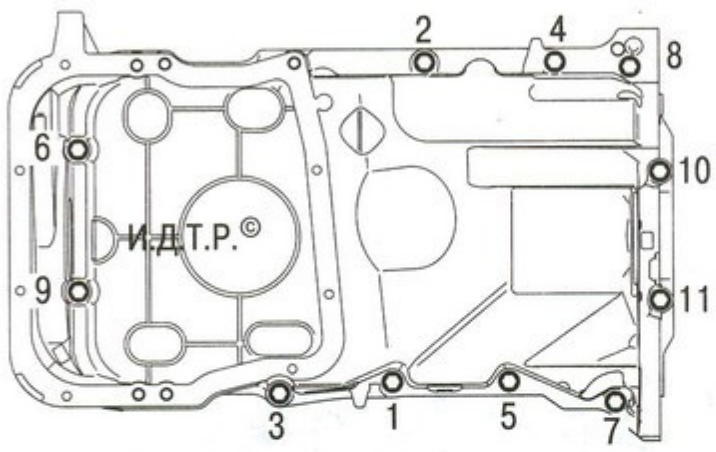

Рис. 5.24. Порядок затяжки болтов усилителя блока цилиндров
29. Установите усилитель блока цилиндров, затянув его болты моментом 10 Н·м в порядке, указанном на рис. 5.24.